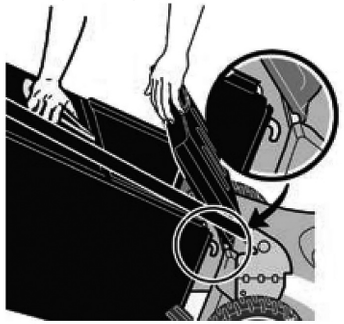

**Рис. 9 Установка травосборника**
8. Если планируется сбор травы в травосборник- установите травосборник. Для этого одной рукой возьмите травосборник за рукоятку, другой рукой поднимите вверх заднюю крышку деки газонокосилки, зацепите крючки травосборника за ось задней крышки деки газонокосилки, после чего отпустите травосборник и медленно отпустите заднюю крышку деки газонокосилки (Рис. 9).